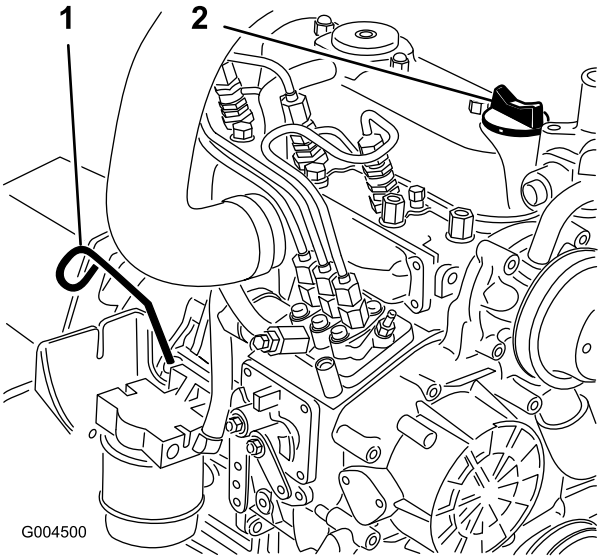

Figur 40
3. Ta ut peilestaven (Figur 40), tørk den ren og sett den tilbake på plass. Ta ut peilestaven, og kontroller oljenivået.
4. Hvis oljenivået er under Full-merket, tar du av oljelokket (Figur 40) og fyller olje til nivået når opp til Full-merket på peilestaven.